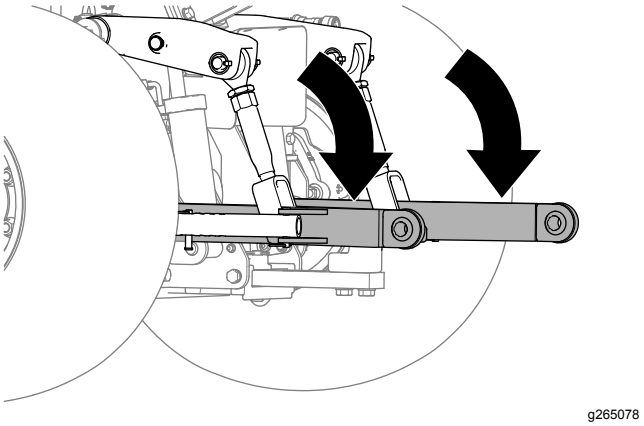

Figuur 14
1. Laat de onderste verbindingsarmen van de tractie-eenheid zakken (Figuur 14).